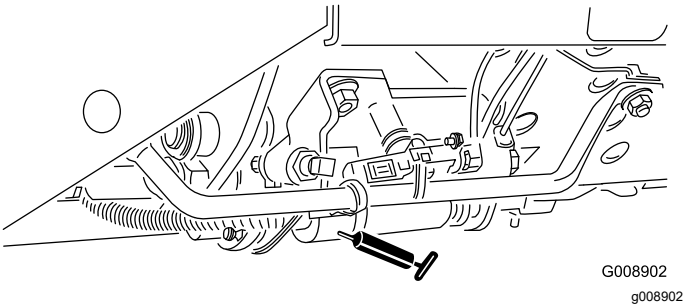

Figuur 61
- Schuif voor maaien/transport (Figuur 61)